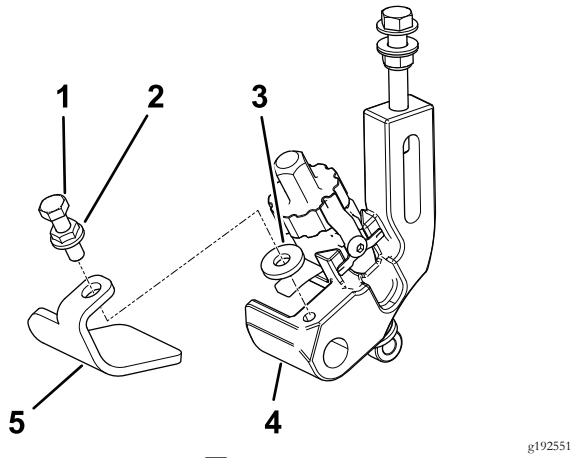

图2
3. 在滚刀组右侧用平头螺丝、凸缘螺母和垫圈将右制动块固定到右 HOC 支架总成上图2。